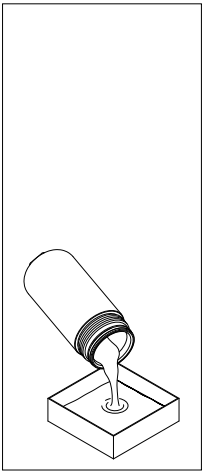

fig. 9
- (Fig. 9) Svuotare il fluido di lavoro dal contenitore al recipiente di raccolta